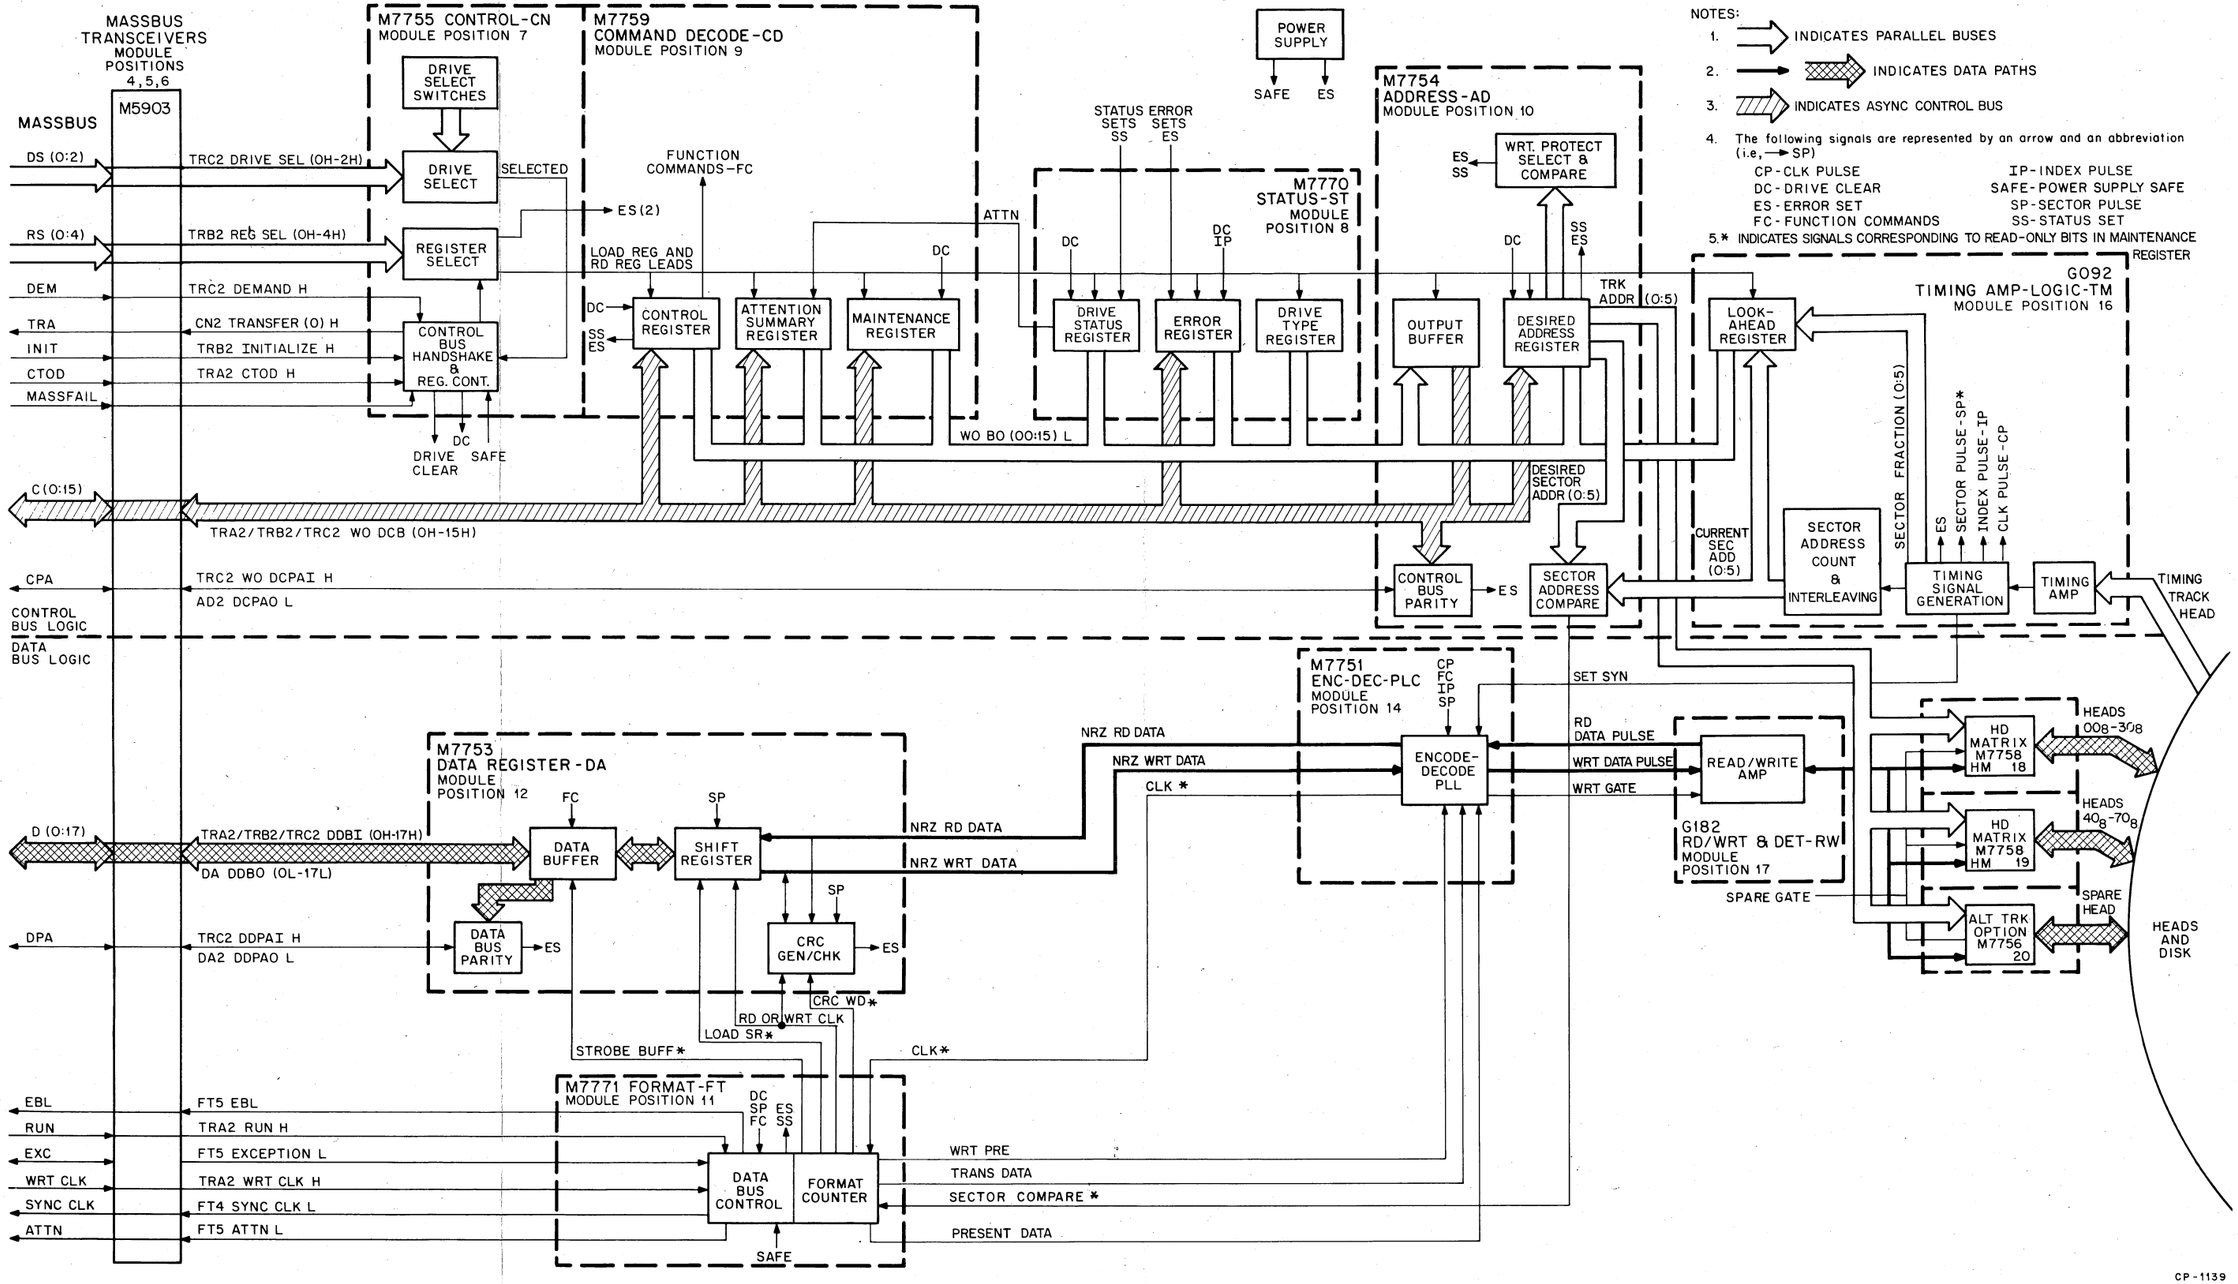

Figure 2-4 RS03 Logical Block Diagram
Figure 2-4 is a functional block diagram of the RS03. The drawing can be divided in half, with the top half representing all the logic associated with the Control Bus, and the bottom half showing all the logic associated with the Data Bus. Note that the dashed blocks represent individual modules and that each individual module contains complete functional elements.
The *MASSBUS Transceiver* modules are represented by the block on the left-hand edge of Figure 2-4. All of the MASSBUS signals are distributed among the three M5903 modules, located in slots AB04, AB05, and AB06 of the logic subassembly. The purpose of the transceivers is to interface between the differential signal levels present on the MASSBUS and the TTL logic signal levels utilized within the RS03.
MASSBUS Control Bus lines (Figure 2-4, top-left) are brought into an M7755 Control module, located in slot AB07 of the Logic Subassembly. Here the Drive Select lines are compared to the locally-set Drive Select switches to yield the signal SELECTED. This signal is then used to enable the Control Bus Handshake and Register Control section of this logic. The Register Control section then enables the Register Select logic to decode the MASSBUS Register Select lines for the register to be addressed and uses CTOD to determine whether the register is to be written or read. Note that an error signal can be produced from the Register Select block (1) if a register write is decoded while the drive is performing a Search or data transfer function or (2) if a non-existent register is addressed.